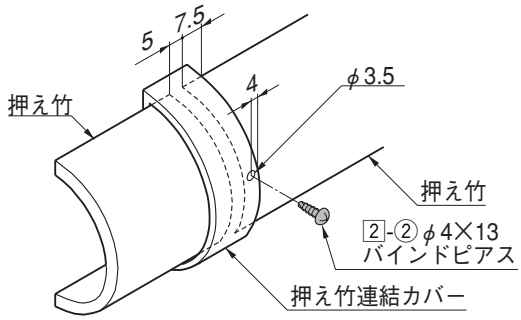

図9-3
❷押え竹の端部から7.5mmの位置に押え竹連結カバーを合わせ、2-②で固定してください。（図9-3参照）